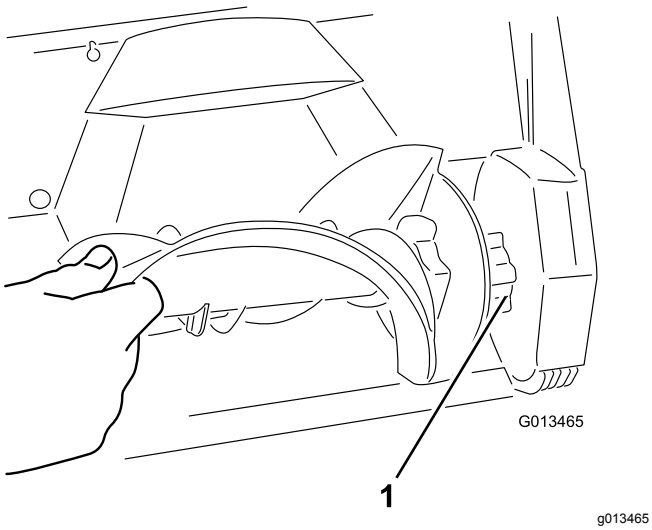

Figuur 17
4. Monteer de nieuwe rotor door het uiteinde van de rotor op het vaste uiteinde in de behuizing te monteren en de rotor te draaien tot deze op zijn plaats klikt (Figuur 17).